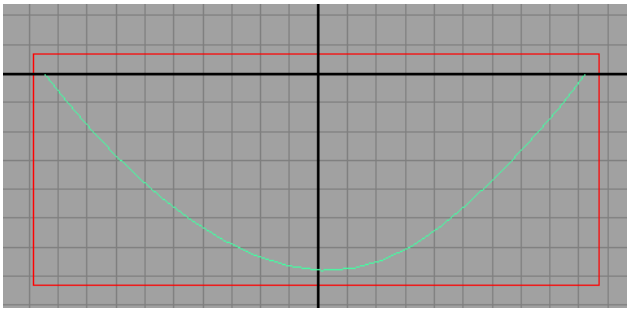

Figure 4-53 *Curve created for the base of the ship*
1. Maximize the side-X viewport and choose **Create > Objects > Curve Tools > EP Curve Tool > Option Box** from the menubar; the **Tool Settings (EP Curve Tool)** window is displayed on the left of the viewport. In this window, select the **5** radio button from the **Curve Degree** attribute. Next, create a curve for the base of the ship in the side-X viewport, as shown in Figure 4-53.